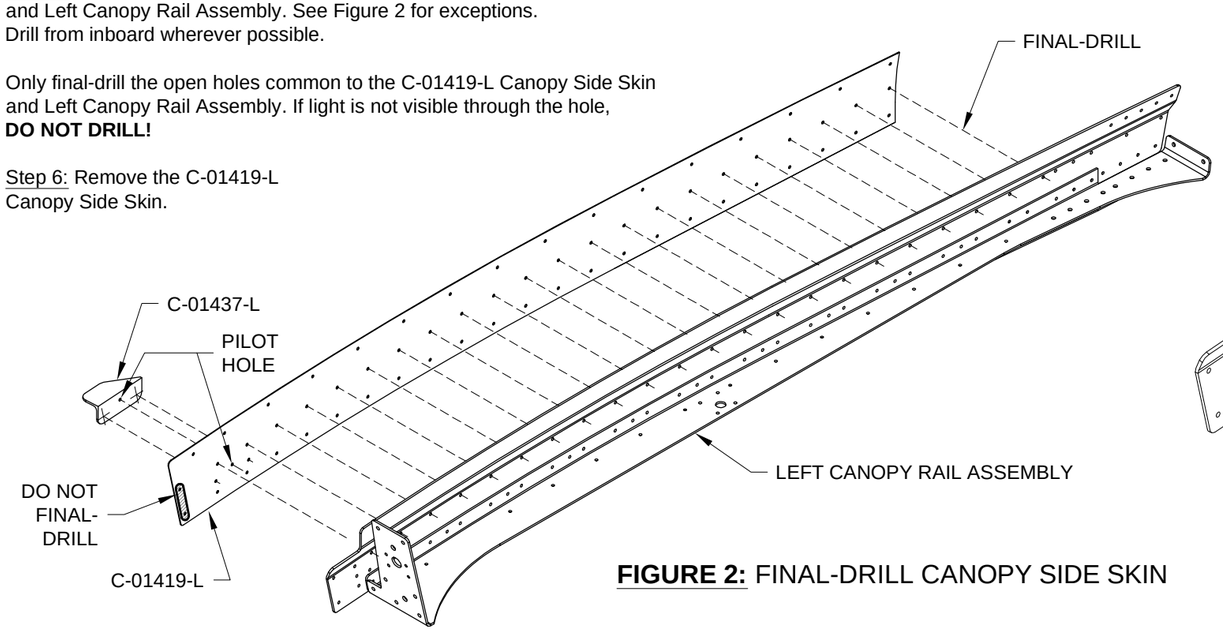

FIGURE 2: FINAL-DRILL CANOPY SIDE SKIN
Step 3: Use the pilot hole indicated in Figure 2 to cleco the C-01437-L Canopy Handle to the Left Canopy Rail Assembly, then rotate, align, and clamp it into place.
Step 5: Final-Drill #40 the holes common to the C-01419-L Canopy Side Skin and Left Canopy Rail Assembly. See Figure 2 for exceptions.